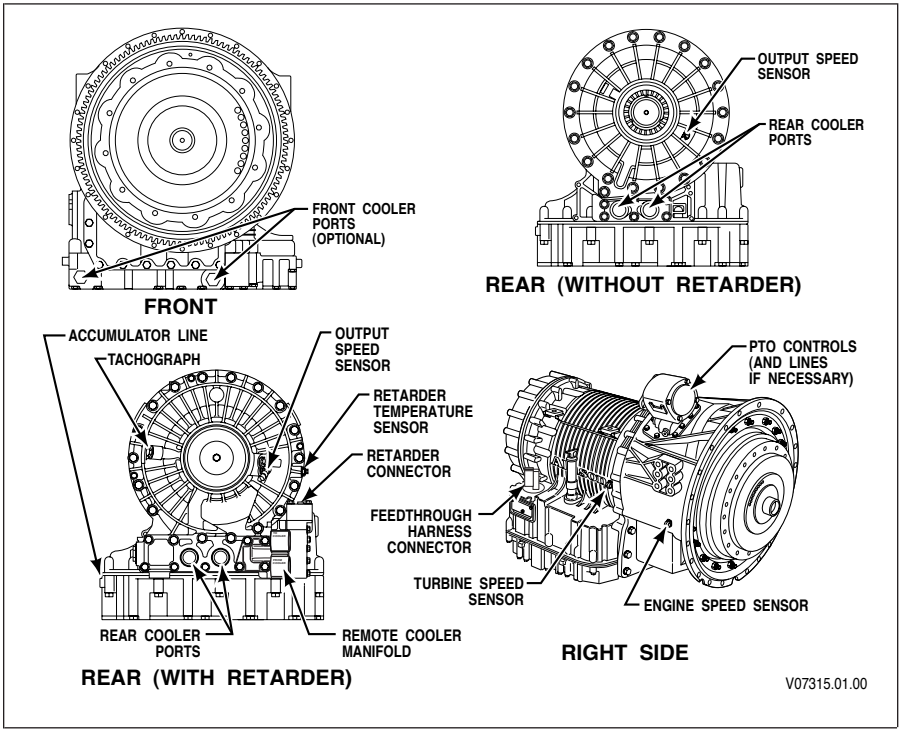

Figure 3–1. 4000 Product Family Disconnect Locations
2. Disconnect the external wiring harness at the feedthrough harness connector. Loosen the bolt that retains the 20-way connector to the transmission feedthrough connector. Refer to Figure 3–1 or Figure 3–2. Prevent dirt or moisture from entering a disconnected connector. Position the wiring harness so it does not interfere with transmission removal.
— For 4000 Product Family transmissions, disconnect the input (engine), turbine, and output speed sensors (refer to Figure 3–1).